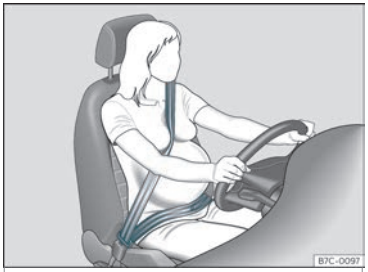

Abb. 12 Gurtbandverlauf bei schwangeren Frauen.
Bei **schwangeren Frauen** muss der Sicherheitsgurt gleichmäßig über die Brust und möglichst tief vor dem Becken verlaufen sowie flach anliegen, damit kein Druck auf den Unterleib ausgeübt wird - und das während der gesamten Schwangerschaft››› **Abb. 12**.
- **Bei schwangeren Frauen muss das Beckengurtteil des Sicherheitsgurts möglichst tief vor dem Becken verlaufen und um den Bauch herum „flach anliegen“›››** **Abb. 12**.